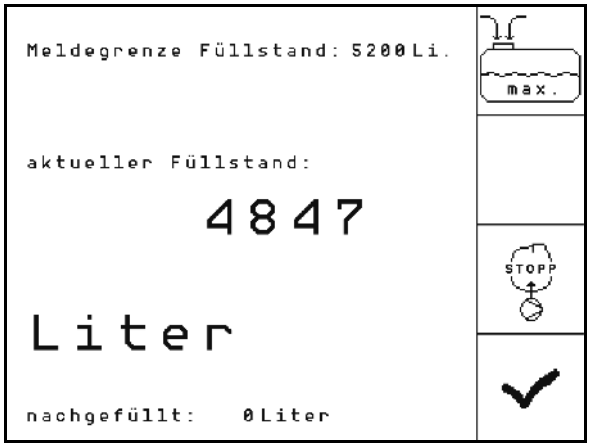

Fig. 69
1. Μενού Εμφάνισης πλήρωσης (Fig. 69).